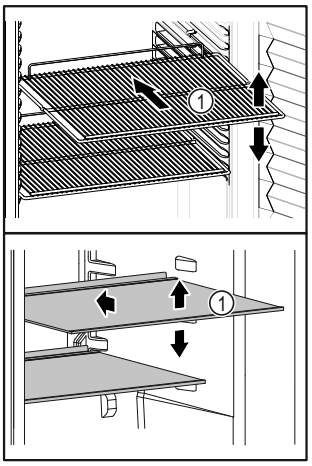

Fig. 9 Reprezentare exemplificativă
- ❑ Dacă polițele *Fig. 9 (1)* pot fi mutate, adaptați-le în funcție de înălțime.